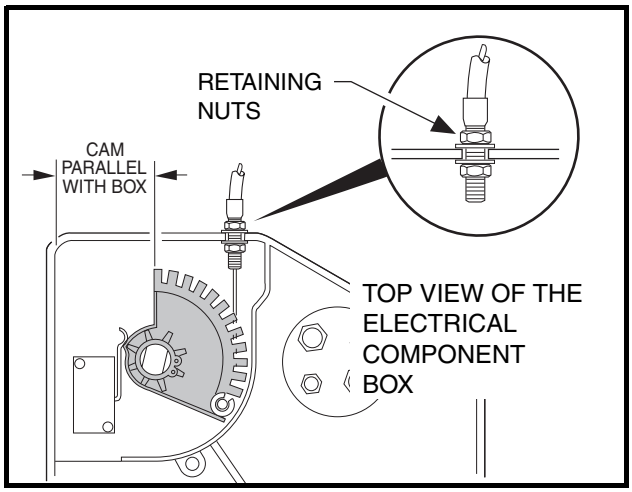

Figure 5-19 Accelerator Cable
5.2. Loosen the jam nuts (25) and disconnect the accelerator rod (17) at the accelerator pedal **(Figure 5-6, Page 5-7)**. Adjust the length of the rod so the indicated cam edge is parallel with the edge of the electrical component box as shown **(Figure 5-19, Page 5-15). See following CAUTION.**